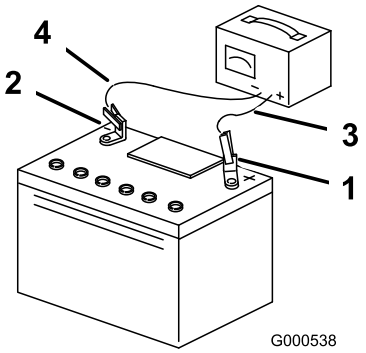

**Figur 44**
5. När batteriet är fulladdat ska laddaren kopplas bort från eluttaget, och sedan ska laddningskablarna kopplas bort från batteripolerna (Figur 44).